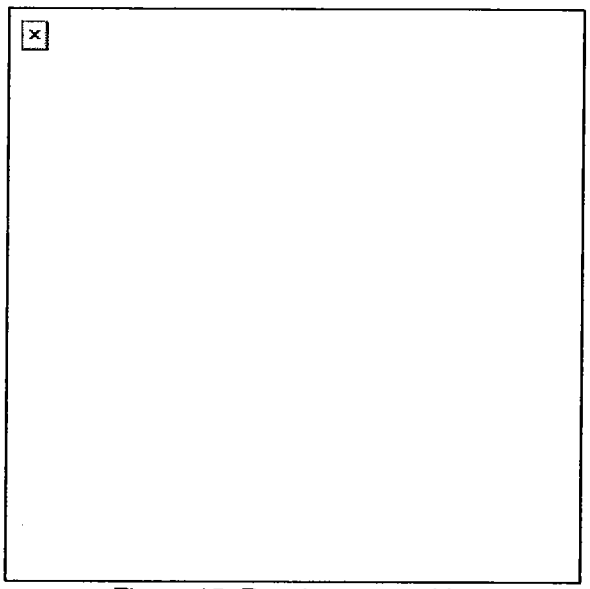

Figure 15. Receiver assembly.
a. Clean the receiver assembly (Figure 15).